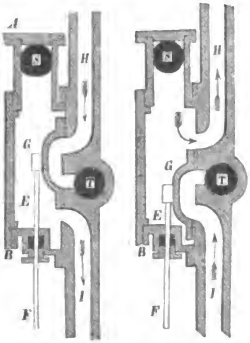

Fig. 398. Fig. 399.
**Die Dampfsteuerung. Der Schieber.** Zweier wichtiger Bestandtheile der Dampfmaschine, des Parallelogramms und des Regulators, haben wir schon weiter oben gedacht; es erübrigt aber noch die Betrachtung der anderen, die zum Theil im Laufe der Zeit sehr wesentliche Umänderungen erlitten haben. Vor allen Dingen mußte die Zu- und Ableitung des Dampfes in den Cylinder das Nachdenken der Maschinenbauer beschäftigen. In den ersten Zeiten ließ man Ventile, klappen- und hahnförmige, besonders den Vierweghahn, arbeiten, bis man endlich allgemein zu den jetzt gebräuchlichen Schiebventilen überging. Ein solches Ventil ist ein gekrümmter oder gerader Riegel G, der sich vor den beiden in den Cylinder führenden Dampfwegen H und I hin- und herschiebt. Die Abbildung zeigt den Schieber erst in der einen (Fig. 398), dann in der andern Stellung (Fig. 399). Durch jeden Vorbeigang wird, wie man sieht, ein Weg geöffnet, der andere geschlossen und hierdurch der Wechsel auf die einfachste Weise hergestellt. Der Schieber wird durch eine Stange E F dirigirt, die dampfdicht in den Dampfraum geführt ist und außen von der Maschine selbst ihre Hin- und Herbewegung erhält. Diese Vorrichtung heißt die Steuerung und der hart neben dem Cylinder liegende Hohlraum A B, in welchem der Schieber sein Spiel treibt, die Dampfbüchse oder der Schieberkasten. Der Dampf tritt durch das Rohr S aus dem Kessel in den Schieberkasten, und der verbrauchte verläßt den Cylinder durch T. Die erste gezeichnete Lage des Schiebers (Fig. 398) findet statt, wenn der Kolben im Cylinder seinen Tiefstand hat. Dann sind die Dampfwege I und H offen; durch I tritt neuer Dampf unter den Kolben und hebt ihn, durch H steigt der über ihm befindliche verbrauchte herab nach dem Ausfluß T. In der zweiten Lage (Fig. 399) sind alle Richtungen umgekehrt und der Kolben wird von dem durch H über den Kolben tretenden Dampf wieder niederwärts getrieben. In diesen beiden Endlagen hält der Schieber einen kurzen Moment still.